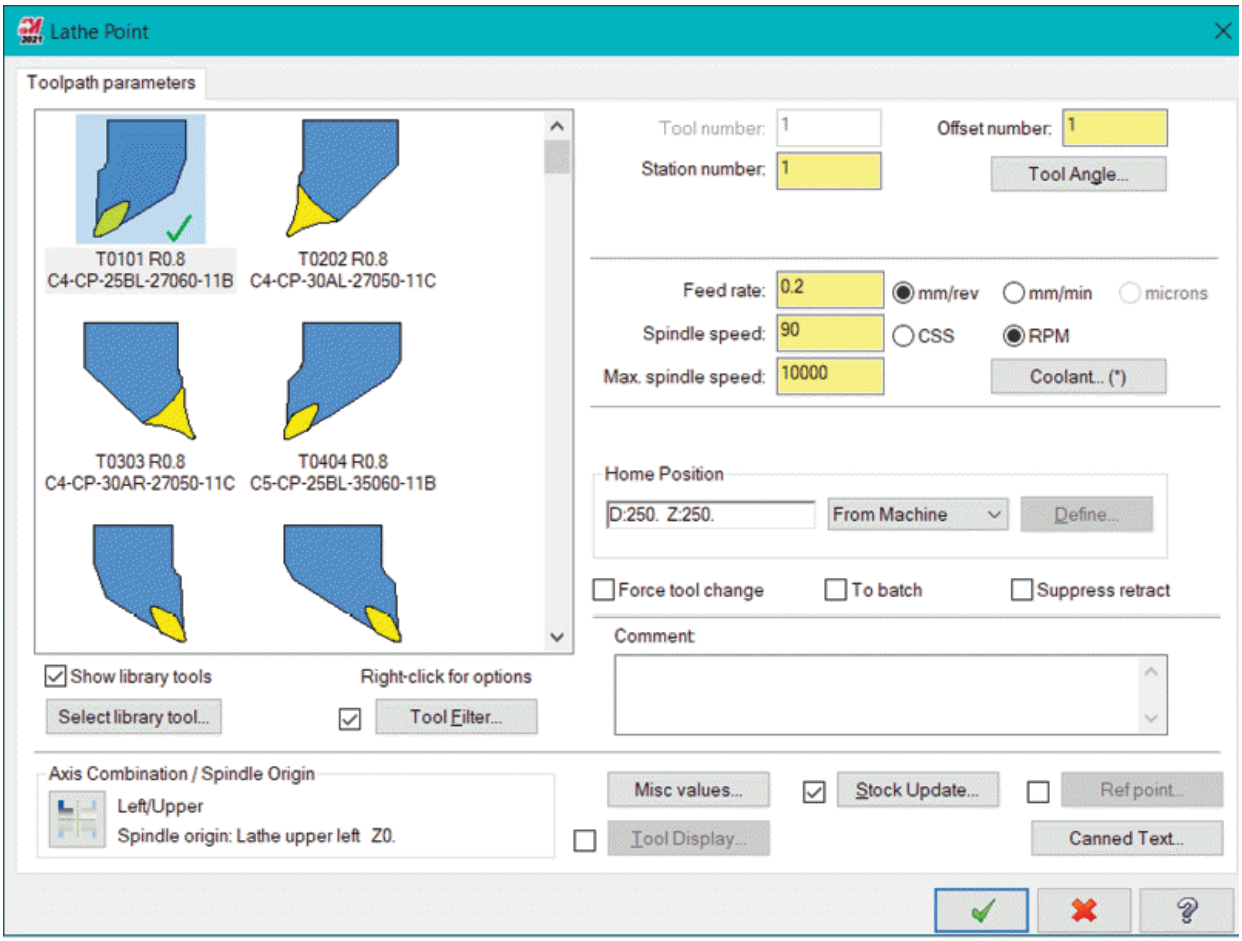

Figure-104. Lathe Point dialog box
- After specifying points, click on the **OK** button from the dialog box. The **Lathe Point** dialog box will be displayed as shown in Figure-104.